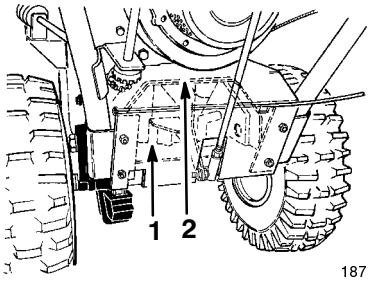

Figure 31
6. Loosen the four flange head capscrews (two on each side) that secure the transmission frame to the engine frame (Figs. 31 and 32).